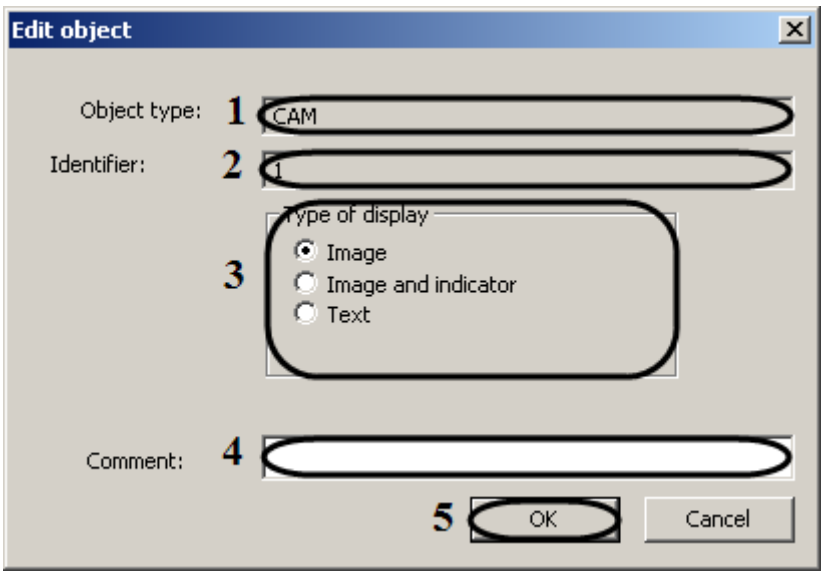

Figure 8.20-13 Edit object dialog window
2. Call for Edit object dialog window of Edit map utility by one of the three ways (Figure 8.20-13):
3. The type of the selected object is automatically displayed in the field «Object's type» (Figure 8.20-13).
4. Identification number of the selected number is automatically displayed in the field «Identifier» (Figure 8.20-13)
5. Change the type of object's displaying with the help of the switch Displaying type when necessary (Figure 8.20-13, Table 8.20-3)